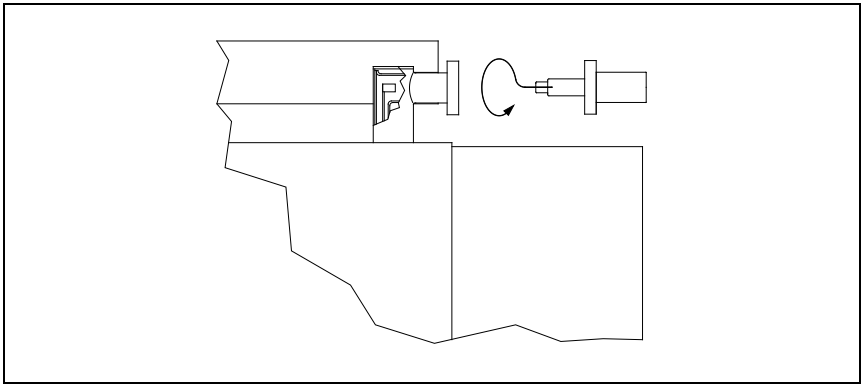

Figure 23 High voltage feedthrough connection
1. Remove the 6 bolts of the Mini-ConFlat flange connection (see Fig. 23).